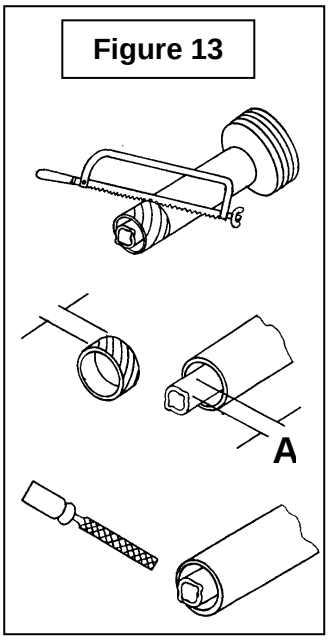

Figure 13
5. Couper le garde une seconde fois pour laisser la même distance entre la fin du garde et la fin de l'arbre qui existait auparavant. Pour obtenir la distance "A" approprié illustré à la **Figure 13**, couper le garde selon le tableau ci-dessous: